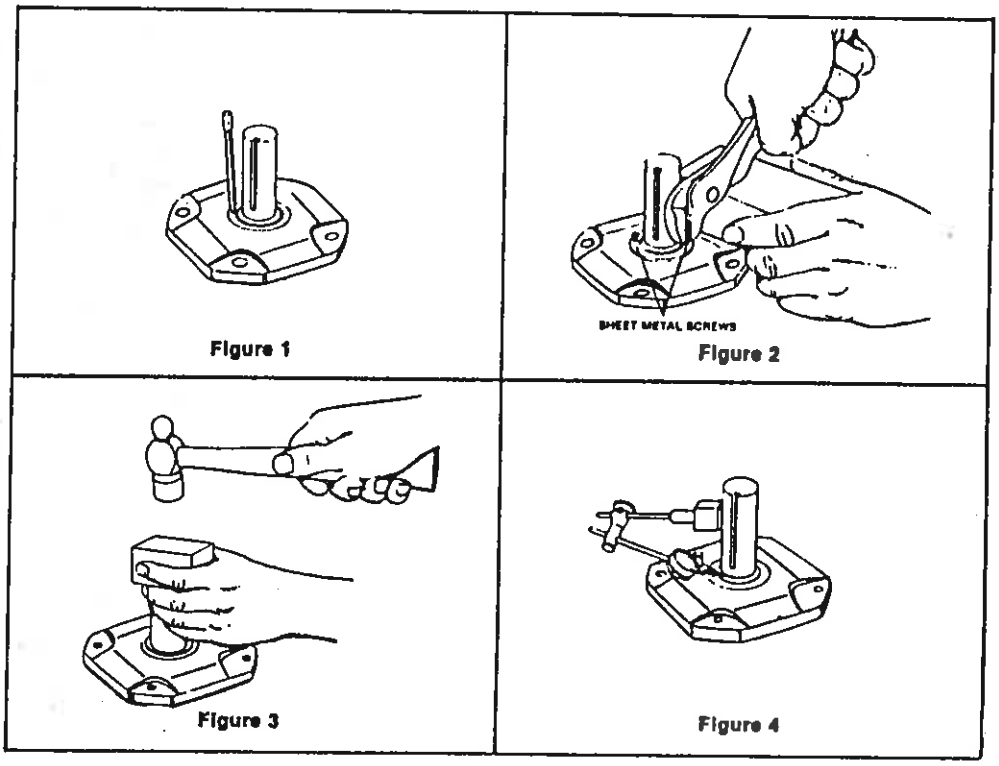

Figure 1 Figure 2 Figure 3 Figure 4
C. See Figures 1 through 4—To replace seals without dismantling reducer, proceed as follows:
Do not damage shaft; new seals will leak if seal contacting surface is marred. Use punch and place two or more holes in steel casing of seal, Figure 1. (The steel casing may be rubber coated) Insert sheet metal screws, leaving the heads sufficiently exposed so they can be pried up or grasped with pliers, Figure 2. Do not drill holes because chips may get into the unit.